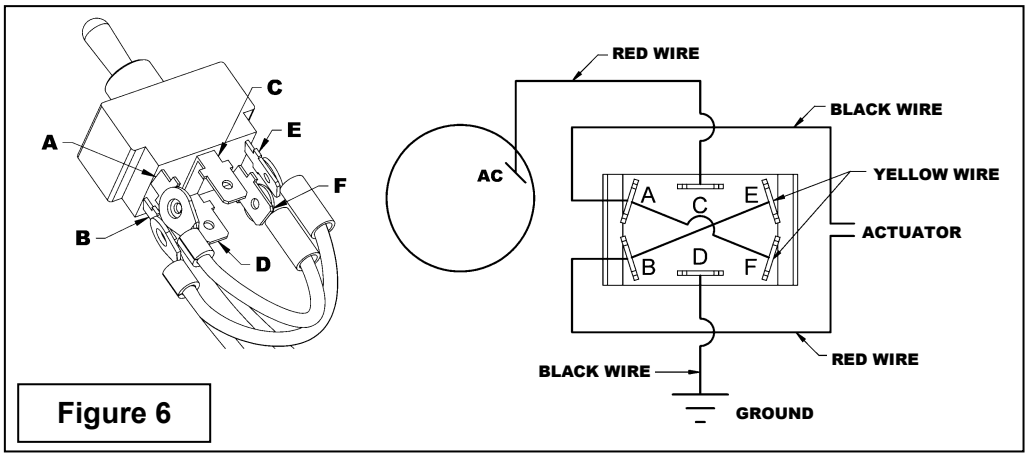

Figure 6
6. **Figure 6:** Connect the two wire assemblies as illustrated by connecting the red wire to the "B" blade and the yellow wire attached to the red wire to the "E" blade. Then connect the black wire to the "A" blade and the yellow wire to the "F" blade.
7. **Figure 6:** Connect the two remaining wires, the red wire to the "C" blade and the black wire to the "D" blade.